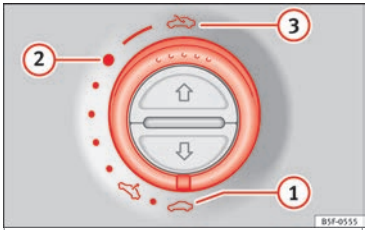

Fig. 13 On the interior roof lining: use the rotary button for opening and closing
- Opening: Turn the switch to position ››› **Fig. 13** 3.
- Convenience position: Turn the switch to position ››› **Fig. 13** 2.
- Closing: Turn the switch to position ››› **Fig. 13** 1.